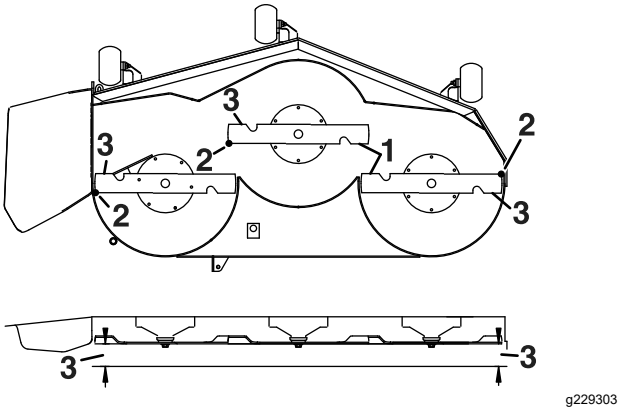

Figura 71
5. Măsurai între marginile de tăiere exterioare i suprafaa plană (Figura 71).